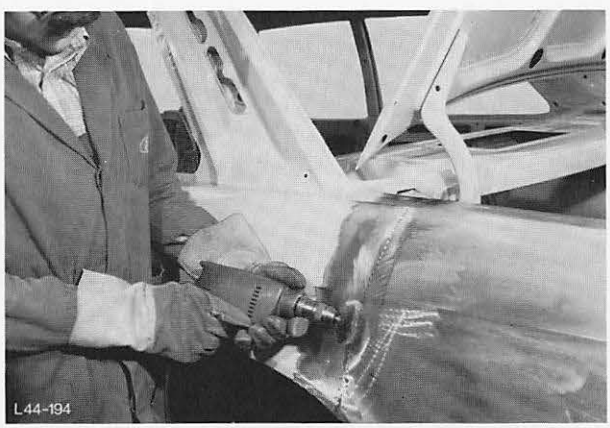

Abb. 191 Verbindungsnaht reinigen
21. Verbindungsnaht Seitenwand – Teileinsatz reinigen, Abb. 191.